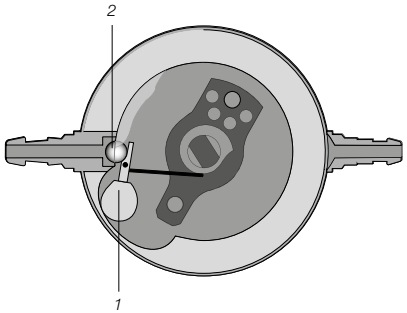

Fig. 5: adjustable gravitational unit in horizontal position
With the *proSA* in the horizontal position (Fig. 5), the weight (1) does not affect the sapphire ball (2). Hence, in this configuration the *proSA* is open, and the force brought to bear by the weight does not counteract the fluid pressure. The ventricular pressure is now controlled solely by the differential-pressure valve installed.